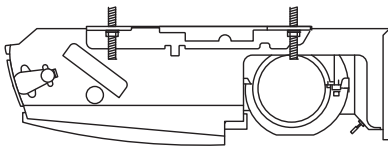

Fig. 2-87
c) Tighten the 2 hexagonal nuts on each suspension bolt to suspend the indoor unit as shown in Fig. 2-87.